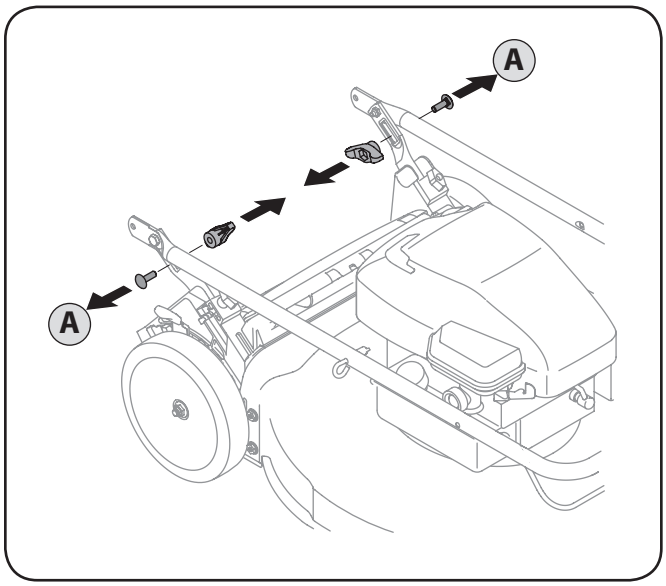

Figure 3-1
a. Remove wing nuts and carriage bolts from handle as shown in Fig. 3-1. Do not loosen or remove adjacent hex head screws.